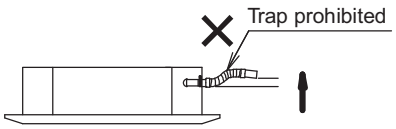

Fig. 1-16
- Do not make a trap in the middle of the supplied drain hose. Doing so will cause abnormal sound. (Fig. 1-16)